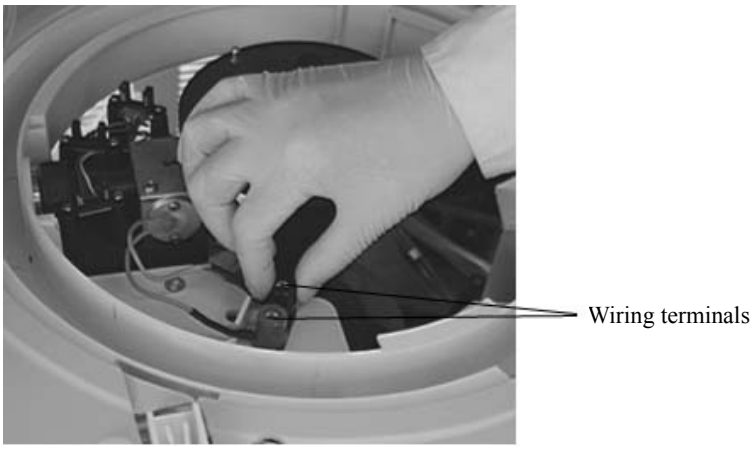

Figure 10-4-22
e)Unscrew the two set wiring terminals of the halogen lamp, and remove the leads, as Figure 10-4-22 shows: